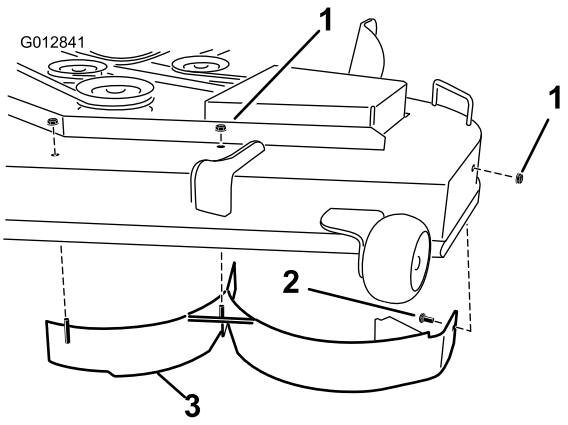

Figur 4
12. Montera den vänstra skärmen på klippdäcket enligt Figur 4. Använd två låsmuttrar (5/16 tum) för att fästa den vänstra skärmens svetsade tappar ovanpå